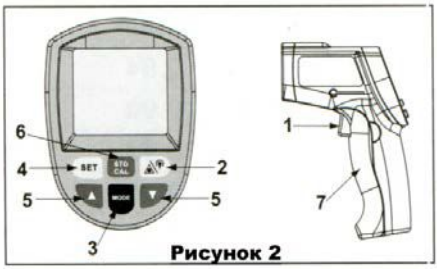

Рисунок 2
3. Назначение кнопок: (Рисунок 2)